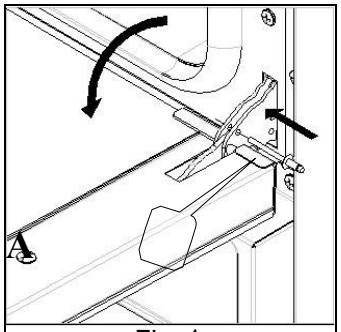

Fig. 1
- infilare nei fori "A" presenti sulle due cerniere le apposite spine in dotazione (Fig. 1);